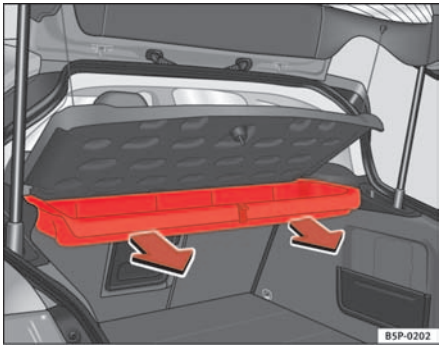

Fig. 121 Removing storage shelf
– Pull outwards until the compartment is freed from the pivot point. ⇒ fig. 121